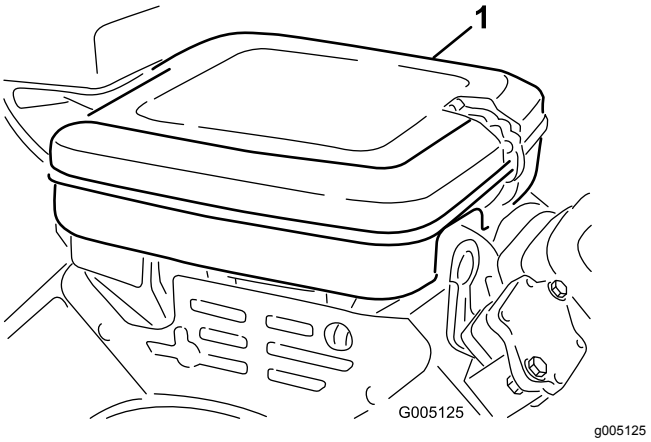

Figur 44
1. Ta av låseklemmene, og ta dekslet av luftrenseren (Figur 44). Rengjør dekslet grundig.